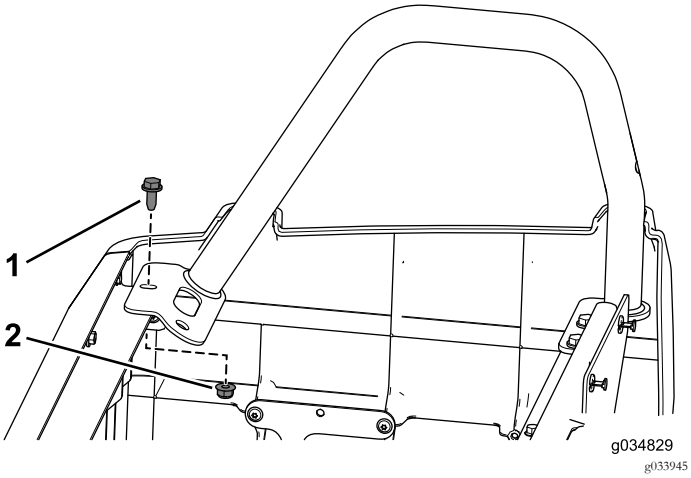

Рисунок 89
11. Используйте фланцевый болт (3/16 x 3/4 дюйма) и фланцевую гайку, снятые ранее, для крепления правого заднего ограничителя для бедра к основанию сиденья в сборе (Рисунок 89).